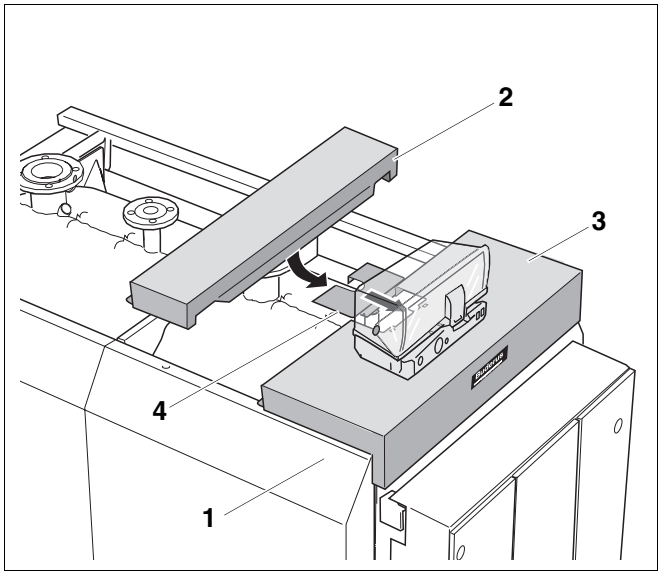

Рис. 39 Установка передней крышки
- Установить переднюю крышку (рис. 39, **поз. 2**) на передние боковые стенки (рис. 39, **поз. 1**) и придвинуть к передней крышке котла (рис. 39, **поз. 3**).
- Уложить передний элемент крышки (рис. 39, **поз. 4**) на переднюю крышку котла (рис. 39, **поз. 3**).